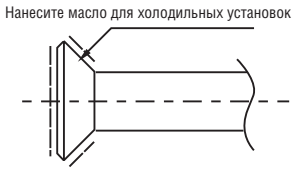

Рис. 6-1
- Нанесите на поверхности развальцованной трубы и гаек масло для холодильных установок и заверните вручную, сделав 3-4 оборота перед затяжкой накидных гаек (см. рис. 6-1).